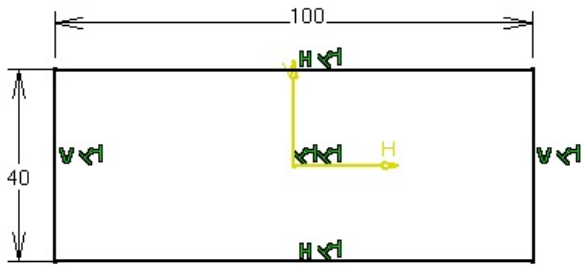

Figure 15-138 *Sketch for the base wall*
b. Draw the sketch of the base feature and then convert it into a base wall by using the **Wall** tool, refer to Figure 15-138.
2. Draw the sketch for the base wall, as shown in Figure 15-138, and exit the **Sketcher** workbench.